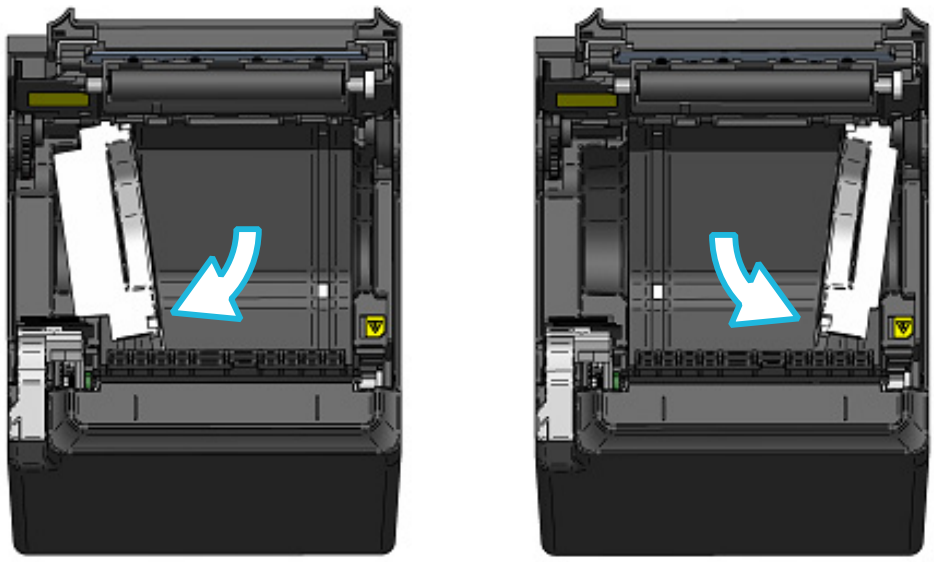

Figure 14-2 Partition Plate Installation (2)
(4) Rotate the partition plate L and partition plate R within the paper holder in the direction of the arrow shown in Figure 14-2 to make the side surface of the paper holder and the partition plate in parallel.